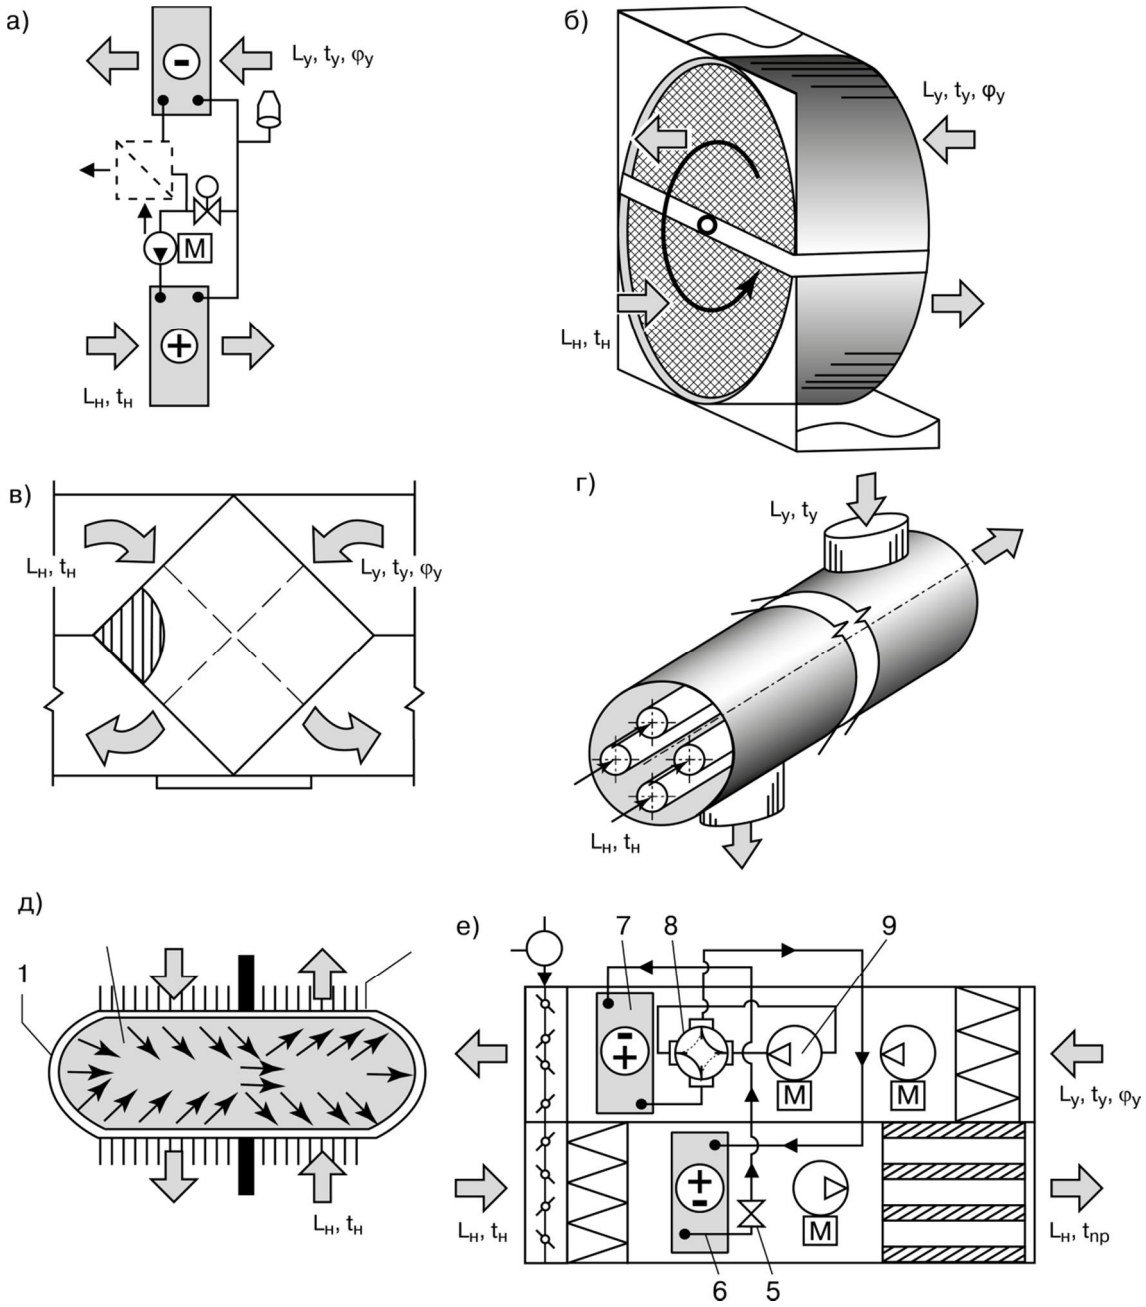

Рис.4. Вид-схема основных типов утилизаторов теплоты и холода удаляемого воздуха в СКВ и СВ:
1. Назовите основные типы аппаратов и режимы, в которых может работать утилизатор теплоты и холода в течение года (рис. 4).